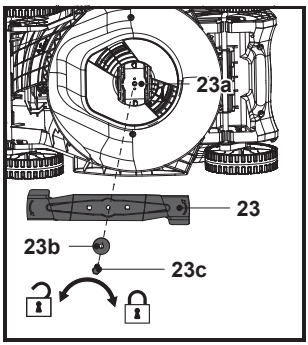

Fig. 19
5. Înlocuiește cuțitul (23) cu unul nou de același tip. Verifică mai întâi starea suportului cuțitului (23a) pe ax, apoi fixează cuțitul (23) pe suport (23a) aliniindu-l cu modelele de pe suport, fixează ansamblul cu șaiba plată (23b) și șurubul de montare (23c) și strânge cu mâna.
6. Ține bine cuțitul (23) cu o mână protejată cu mănușă rezistentă și/sau cu un băț, strânge șurubul de montare (23c) în sens orar la min. 25 Nm, max. 30 Nm pentru funcționarea în siguranță a produsului (fig. 19).